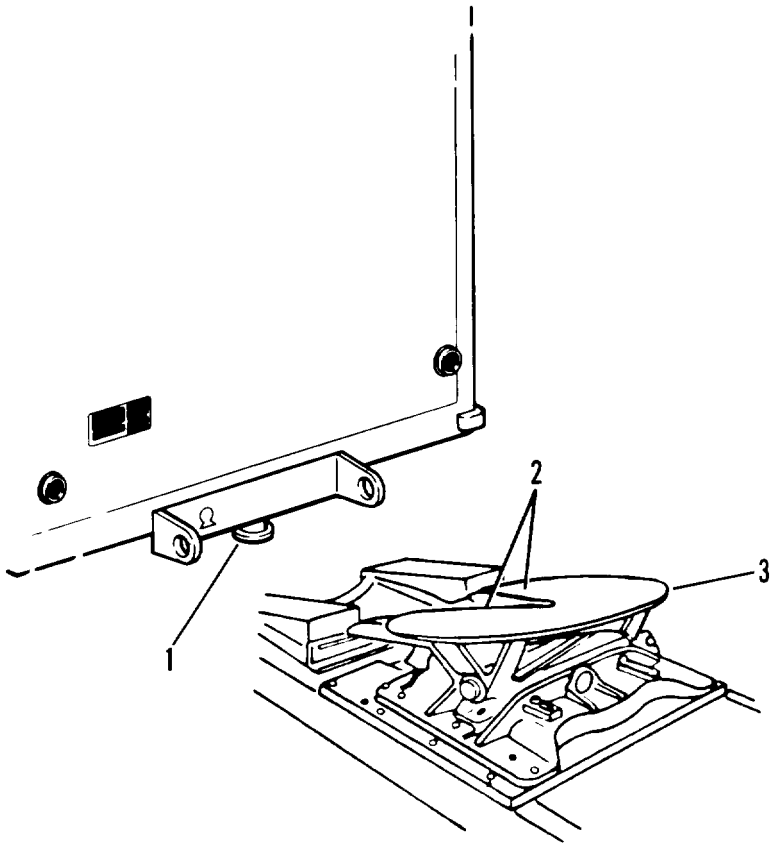

Figure 2-17. Coupling semitrailer to towing vehicle
(1) Align towing vehicle with semitrailer.
(2) Slowly back towing vehicle into position. Be sure kingpin (1, figure 2-17) is in line with fifth wheel coupler jaws (2).
(3) Stop the towing vehicle just before the kingpin plate of the semitrailer starts to ride up the fifth wheel (3) of the towing vehicle.